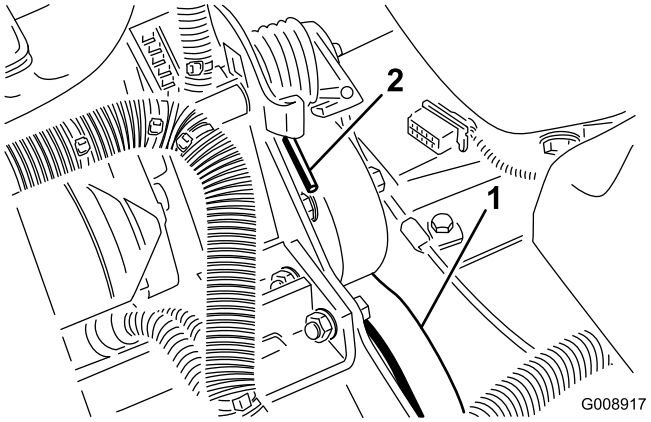

**Figur 70**
2. Trykk ned og frem på fjærenden (Figur 70) for å hekte den av braketten og frigjøre fjærens spenning.